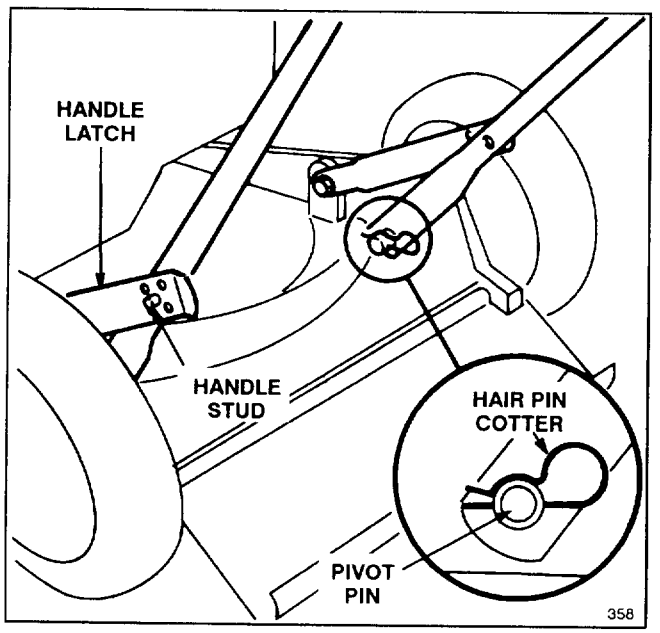

Figure 1
1. LOWER HANDLES (Fig. 1)—Make sure control cables are between lower handle tubes. Push ends of handle together and install on pivot pins. Bend handle latches slightly inward. Move handle and latches backward until handle studs snap into center hole. Push hair pin cotters through holes in pivot pins.